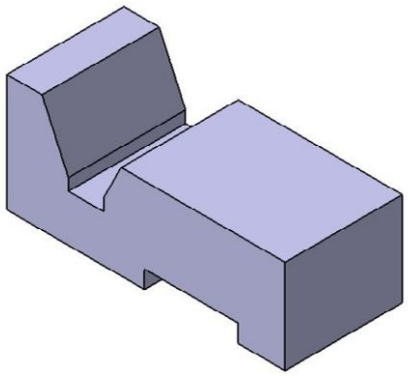

Figure 5-40 *Base feature of the model*
4. Set the value of the **Length** spinner to **20** if not already set, and then choose the **OK** button from the dialog box. The isometric view of the model after creating the base feature is shown in Figure 5-40.